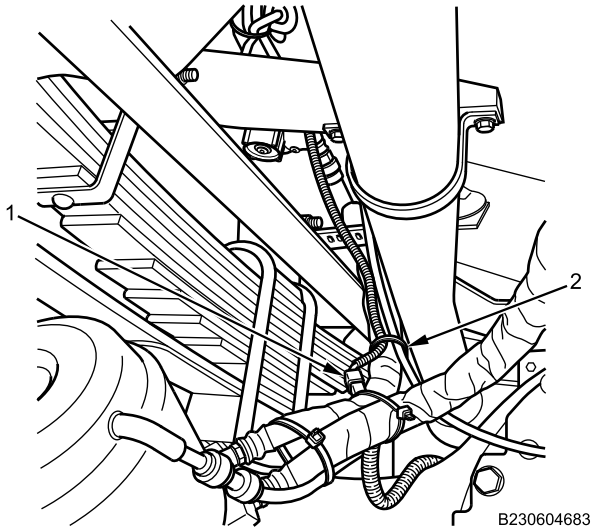

Figure 12. Right Two-Pin Connector.
6. Connect two-pin connector (Figure 12, Item 1) near right rear wheel and secure to air hoses with new cable lock strap (Figure 12, Item 2).